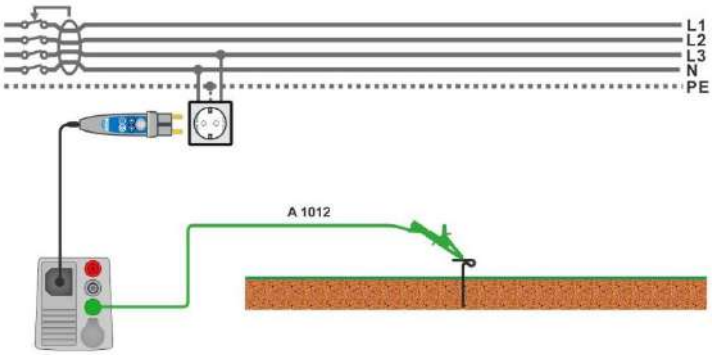

Figure 7.35: Connection for Uc(P) measurement
For connection see ***Figure 7.35 Connection for Uc(P) measurement***.
- Connect test lead to P/S terminal and external earthed point (optional, see ***Figure 7.35***).